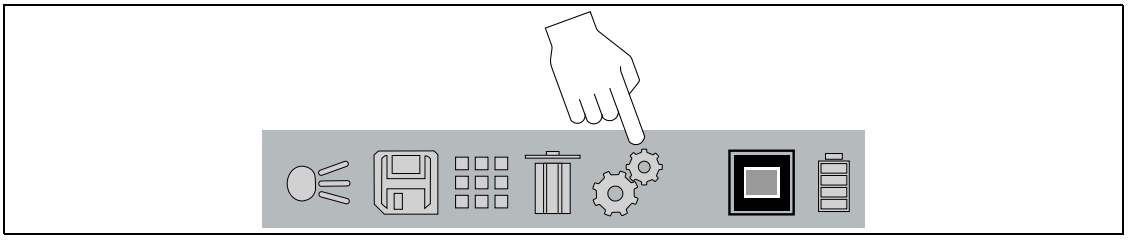

Figura 5-1
1. Use os botões de controle **PARA A ESQUERDA◄/PARA A DIREITA►** para selecionar o ícone de **Configurações** na barra de ferramentas (Figura 5-1). Toque no botão **Y** para selecioná-lo.